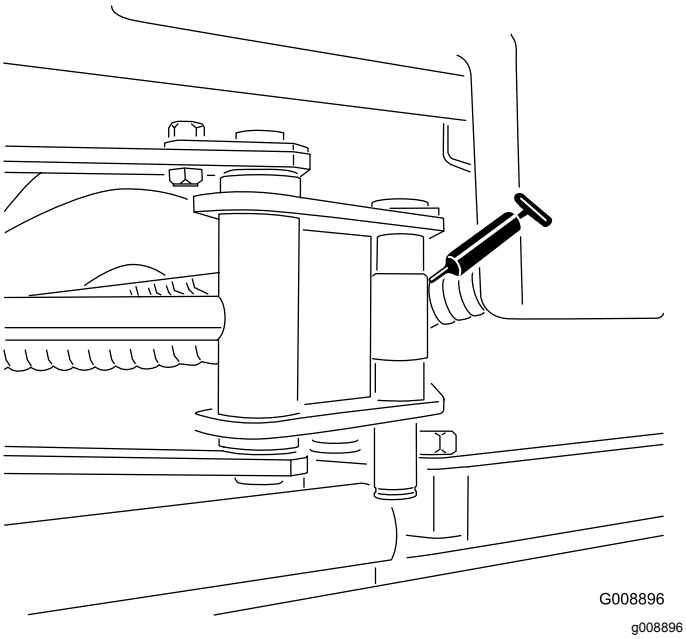

Figura 34
- 2 estremità dei cilindri del Sidewinder (Figura 34)